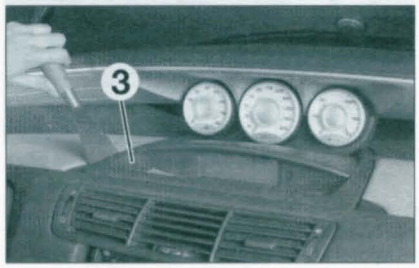

FIGURE 9-9
- Déposer l'afficheur central (3) **(figure 9-9)**.